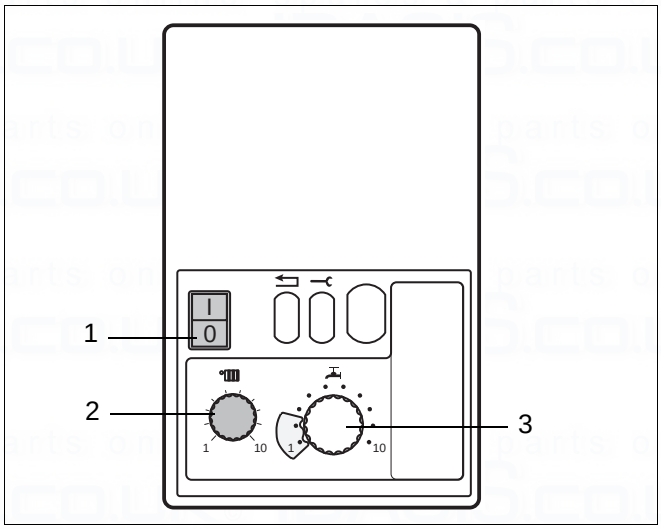

Fig. 2 Control panel
- Press the mains switch (see fig 2, item 1) on the control unit to "**I**" to light the boiler.
- Set flow temperature at the control unit (fig. 2, item 2) (see table 1).
- Push the mains power switch (fig. 2, item 1) to "**I**". The boiler runs through the start-up programme and the burner is ignited after approx. 30 seconds.
Knob pos. 3 in fig. 2 is used for service purposes only.